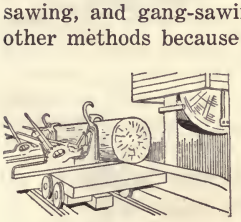

Fig. 1.
2. **Band-Sawing.**—Band-sawing is one of three methods of sawing logs into lumber. See Fig. 1. The other two methods are circular sawing, and gang-sawing. Band-sawing is gradually displacing the other methods because it makes a narrow saw kerf as compared to the others and cuts very rapidly. Large band-saws made with teeth on both edges saw logs both on the forward and return trips of the carriage.